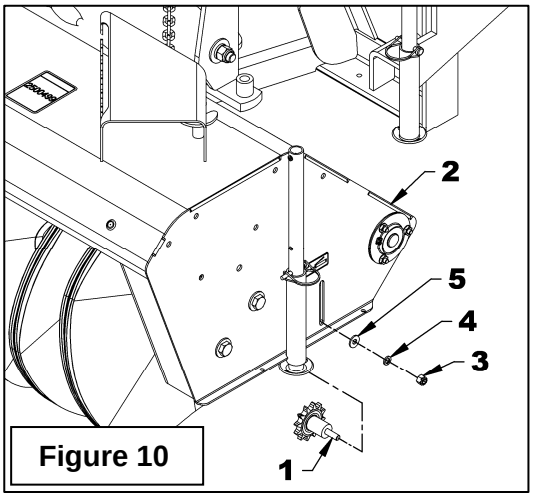

Figure 10
2. **Figure 10:** Remove the chain idler (item 1) from the broom housing (item 2) by removing the 3/8"NC nylon insert locknut (item 3), the 3/8" lockwasher (item 4) and the 3/8" flat washer (item 5).
11. **Figure 10:** Reinstall the chain idler (item 1) with the 3/8"NC nylon insert locknut (item 3), 3/8" lockwasher (item 4) and the 3/8" flat washer (item 5). Refer to page 24 for the proper chain adjustment.